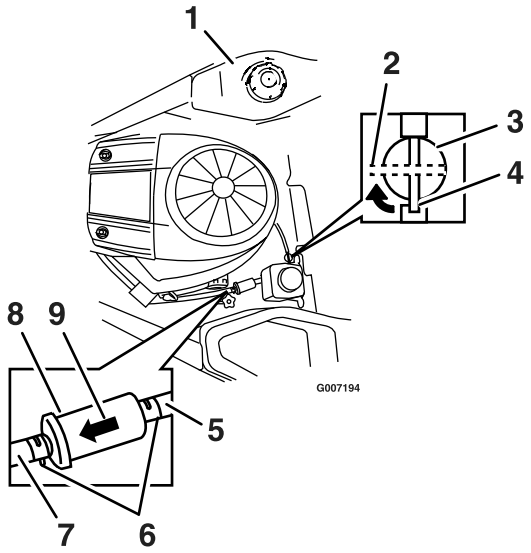

Figuur 37
5. Druk de uiteinden van de slangklemmen naar elkaar toe en schuif ze weg van het filter (Figuur 37).
7. Monteer het nieuwe filter zodanig dat de pijl voor de stroomrichting van de brandstoftank af naar de motor wijst. Schuif de slangklemmen terug tot dicht bij het filter (Figuur 37) om het vast te zetten.